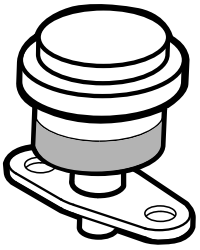

Figur 39
Utför bara service på luftrenarens huvudfilter när serviceindikatorn (Figur 39) anger att det krävs. Om du byter luftfiltret tidigare ökar det risken för att smuts kommer in i motorn när filtret har avlägsnats.
1. Kontrollera filtrets blockeringsindikator. Luftfiltret måste bytas ut om indikatorn är röd (Figur 39).